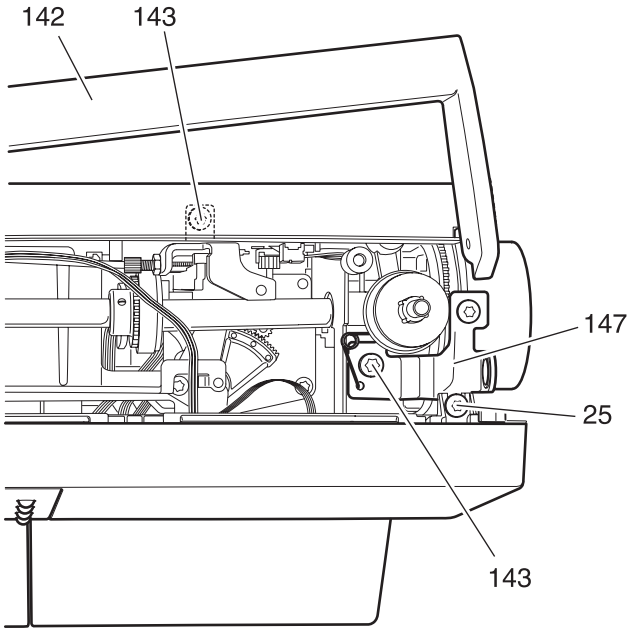

Fig. 92
- Loosen screw 25 (fig. 92).
- Remove the bracket 147complete (fig. 92).